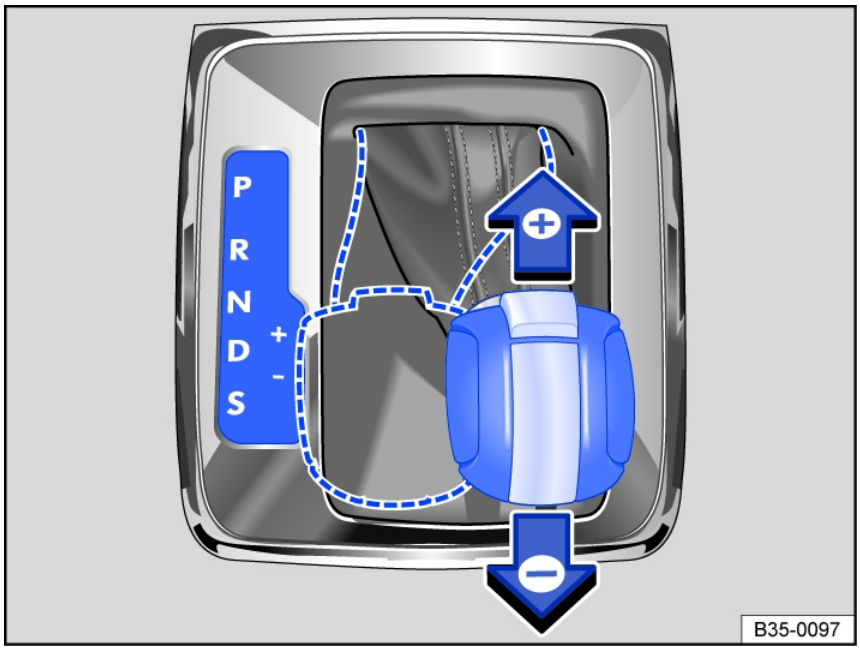

Fig. 91 Selector lever in Tiptronic position.
2. Tap the selector lever forward ⊕ or to the rear ⊖ to upshift or downshift *fig. 91*.